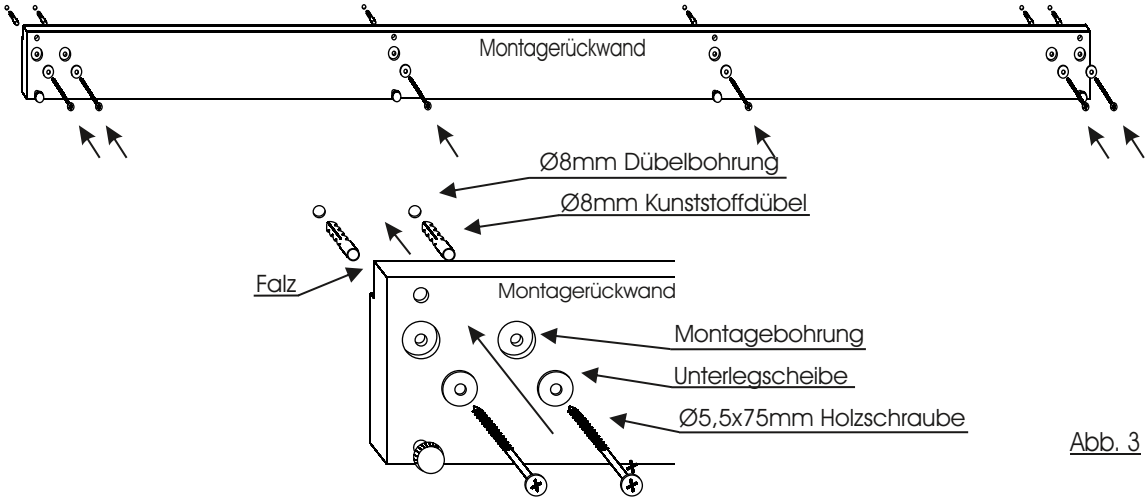

Abb. 3
3. Drehen Sie den Sockelgleiter auseinander. (Abb. 2) und stecken das Zapfenteil in die entsprechenden Bohrungen des Unterbodens. Sichern Sie den Gleiter mit je einer Ø4x17mm RW-Schraube. Anschließend wird das Gleitelement wieder aufgeschraubt. (Abb. 3)
5. Bohren Sie die Dübellöcher mit einem Ø8mm Bohrer und montieren Sie die Montagerückwand mit den Ø8mm Kunststoffdübeln, Unterlegscheiben und Ø5,5x75mm Holzschrauben waagerecht an die Zimmerwand. (Abb. 3)